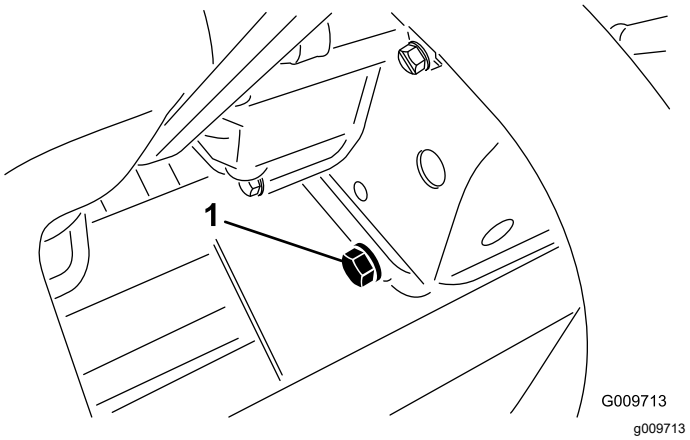

Figura 89
2. Retire o tampão de escoamento (Figura 89) e deixe o óleo escorrer para um recipiente adequado.